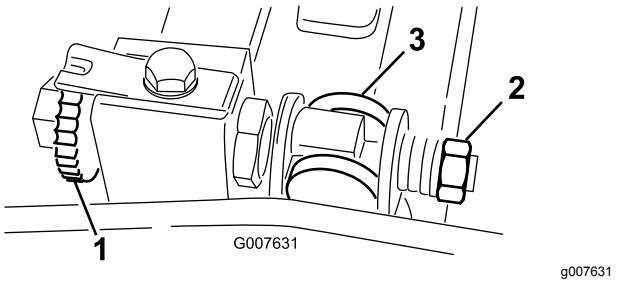

Rysunek 61
1. Obróć śrubę regulacyjną listwy noża dolnego w lewo, aby odsunąć nóż dolny od wirnika (Rysunek 61).
2. Odkręcaj nakrętkę naciągu sprężyny do momentu, gdy podkładka nie będzie już dociśnięta do listwy noża dolnego (Rysunek 61).